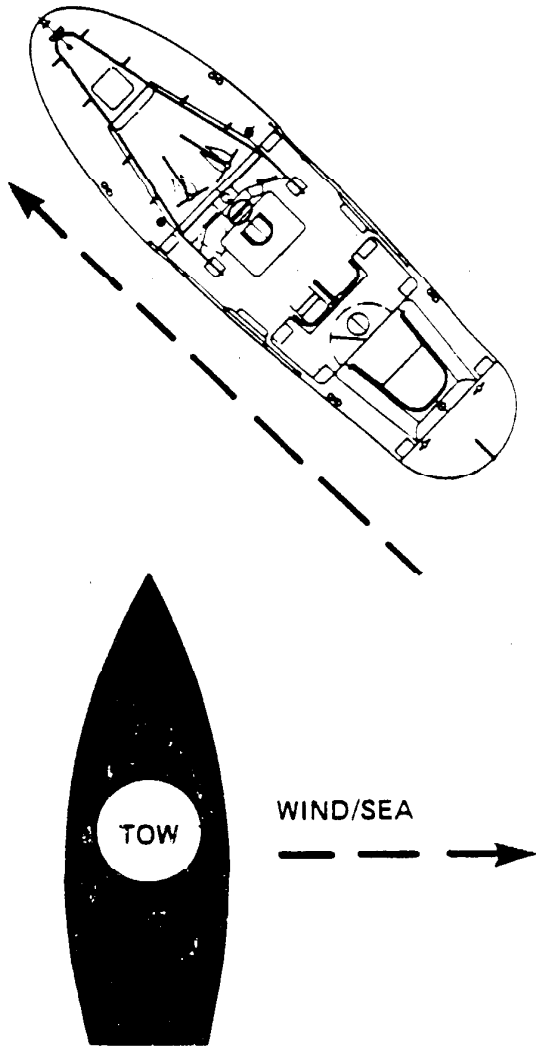

Figure 12-18 45° Approach
(3) The 45 Degree Approach. The 45 degree approach is used when there is calm to moderate sea conditions. The towing boat approaches on a heading about 45 degrees from that of the tow's bow. The towline is passed just before the towing boat's bow crosses that of the tow. (See Figure 12-18).